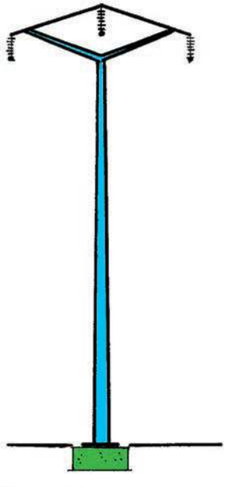

Figure 26
The pylons in Figures 26 and 28 are solid structures made from concrete. All the other pylons are steel frame structures.
3. What do you think is indicated by the green parts in Figure 24 and Figures 26 to 29?